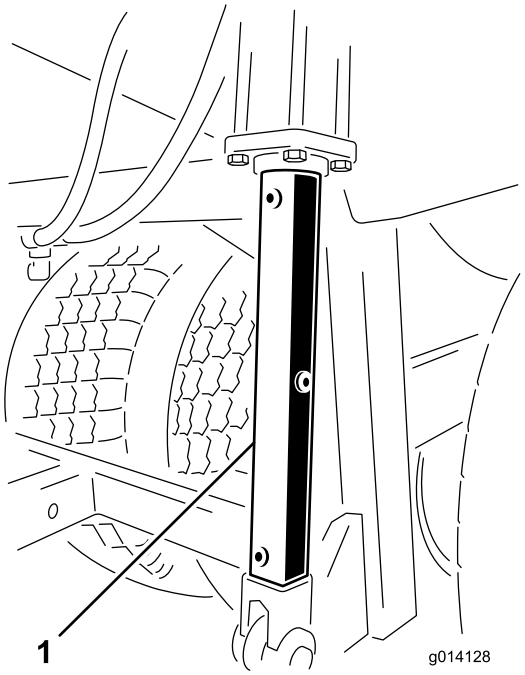

**Figur 41**
**Installera hydraulcylinderstöden innan du utför underhållsarbete under tråget (Figur 41)**